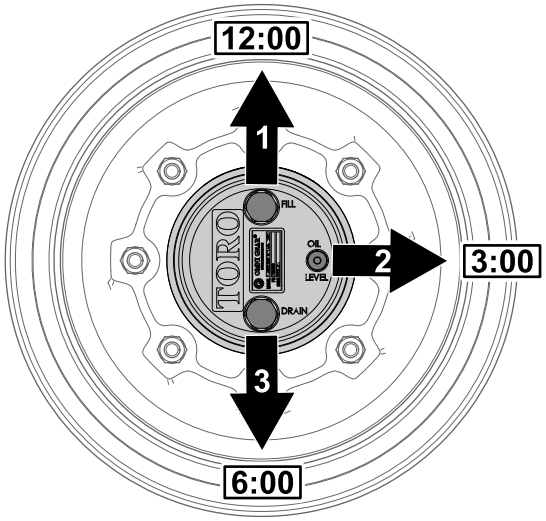

Figura 100
1. Estacione a máquina numa superfície plana, posicione a roda de forma a que o tampão de enchimento fique na posição das 12 horas, o tampão de verificação fique na posição das 3 horas e o tampão de drenagem fique na posição das 6 horas (Figura 100).
2. Retire o tampão de verificação da posição das 3 horas (Figura 100).
1. Estacione a máquina numa superfície plana, posicione a roda de forma a que o tampão de enchimento fique na posição das 12 horas, o tampão de verificação fique na posição das 3 horas e o tampão de drenagem fique na posição das 6 horas; consulte Figura 100 em Verificação do lubrificante da transmissão da engrenagem planetária (página 66).